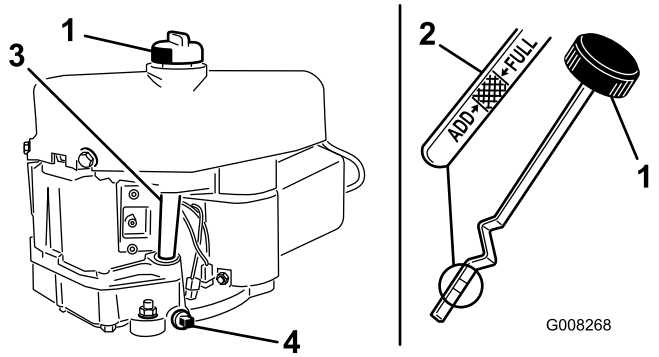

Figur 24
7. Rengjør rundt peilestaven (Figur 24) slik at det ikke kan komme smuss som kan skade motoren ned i påfyllingshullet.
8. Ta ut peilestaven, og tørk av metallenden (Figur 24).
9. Skru peilestaven helt inn i røret (Figur 24).
9. Fjern tappepluggen og la oljen renne ut i et tappefat (Figur 24).
11. Rengjør rundt peilestaven og ta av lokket (Figur 24).
12. Hell ca. 80% av motoroljen som skal fylles på ned i påfyllingsrøret (Figur 24).